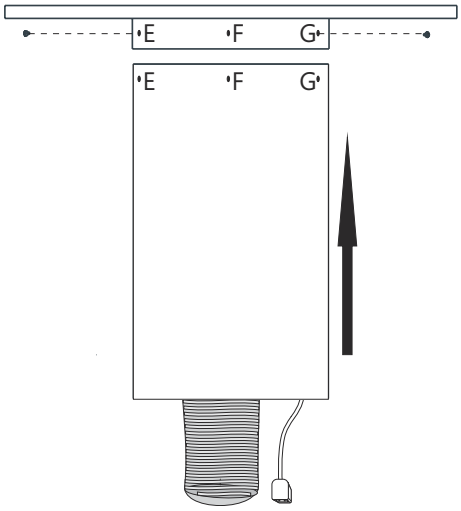

Fig. 13
6. Skub nu skorstenen op udover aftrækskanal, forsyningskabel og loftbeslaget. Sørg nu for at montere skorstenen fast i loftbeslaget via punkterne E, F og G med 3 stk. 3,5 x 9,5 skruer (Fig. 13).